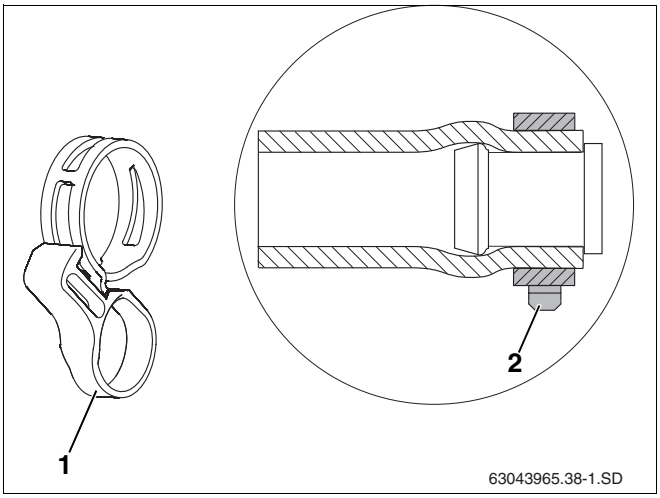

Рис. 36 Пружинный хомут с фиксирующим кольцом, установленный на заглушку
- Правильное положение пружинного хомута нужно обеспечить непосредственно перед затяжкой фиксирующего кольца (рис. 36, **поз. 1**) и (рис. 36, **поз. 2**). Последующее ослабление плоскогубцами может повлиять на зажимное усилие.